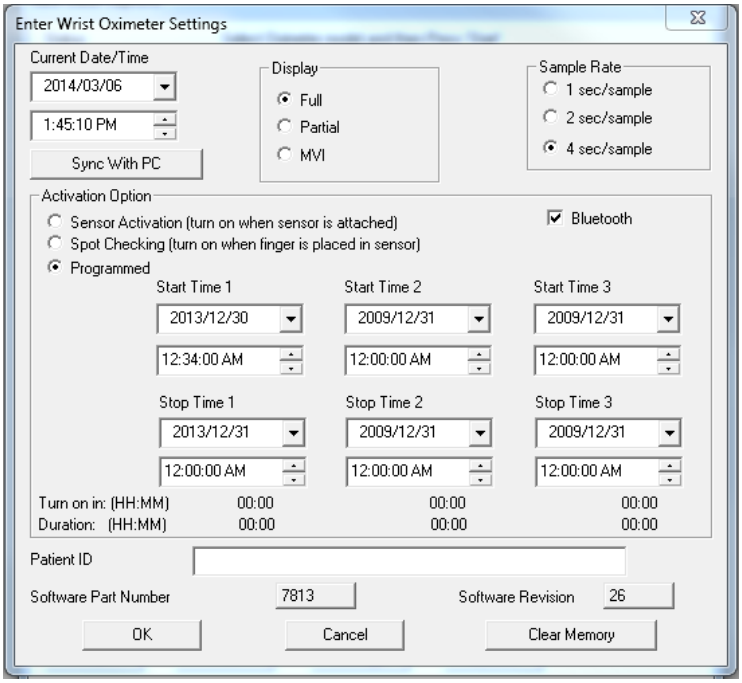

Figura 20: Finestra delle impostazioni di nVISION
6. Si apre la finestra "Immettere impostazioni ossimetro da polso" (figura 20). Aggiornare o modificare le modifiche se necessario.